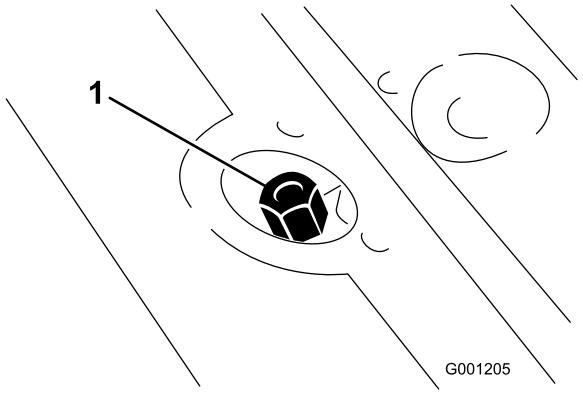

Figuur 25
2. Verwijder de peilstokdop (Figuur 25) uit de vulbuis en veeg deze af met een schone doek. Schroef de peilstokdop handvast op de vulbuis. Verwijder deze daarna en controleer het vloeistofpeil op de peilstok. Als het vloeistofpeil niet binnen 13 mm van de groef in de peilstok staat, moet u voldoende vloeistof bijvullen totdat het peil de groef bereikt. Niet te vol vullen.